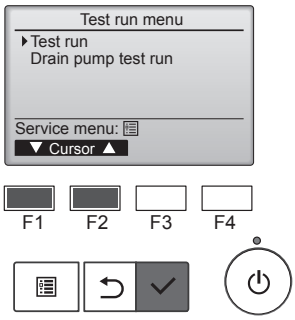

Fig. 7-4
④ С помощью кнопки F1 или F2 выберите пункт “Test run” (Тестовый прогон) и нажмите кнопку ☑. (Fig. 7-4)